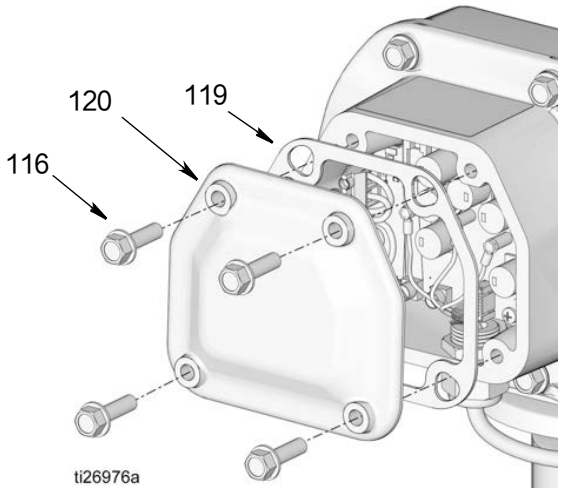

图 55
5. 卸下电机控制盒盖 (120) 上的螺丝 (116) 并卸下盖板和垫圈 (119) （图 55）。